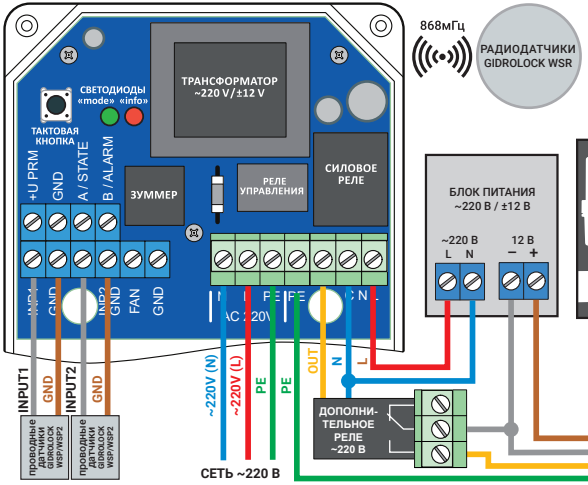

Рис. 4. Схема подключения шарового электропривода GIDROLOCK с напряжением питания 12 В и проводных датчиков протечки воды GIDROLOCK WSP или WSP2.
5.4 Схема подключения **шарового электропривода GIDROLOCK с напряжением питания 12В** приведена на рис. 4. В этом случае необходимо использовать внешний блок питания (адаптер) ~220 В / ±12 В.